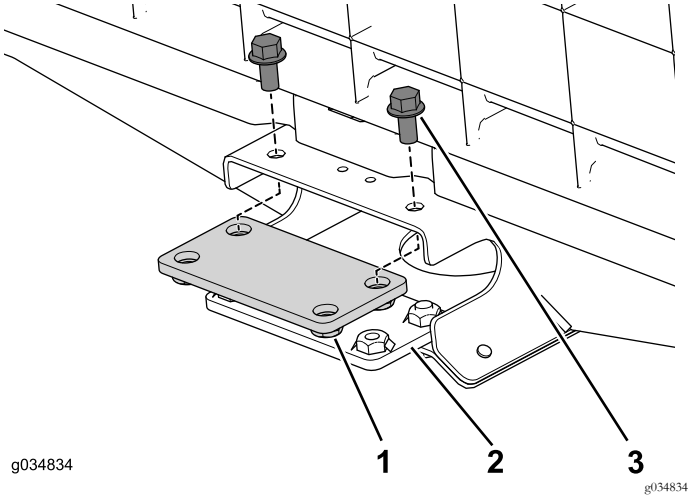

Рисунок 69
1. Используйте 4 фланцевые болты (3/8 x 3/4 дюйма), чтобы свободно установить верхнюю и нижнюю соединительные пластины на центральный швеллер в передней секции (Рисунок 69).